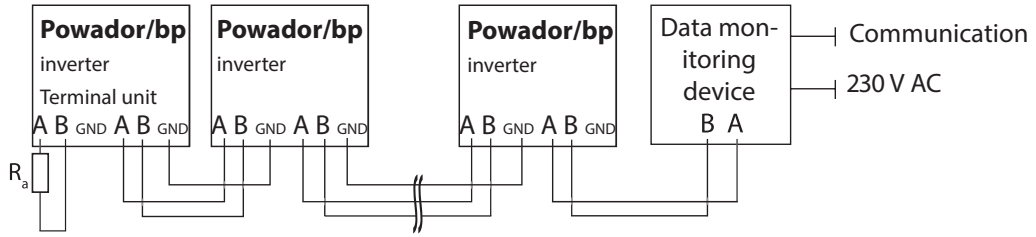

Figure 29: RS485 interface wiring diagram
- Wire B (+) to wire B (+) (see Figure 29 on page 27)